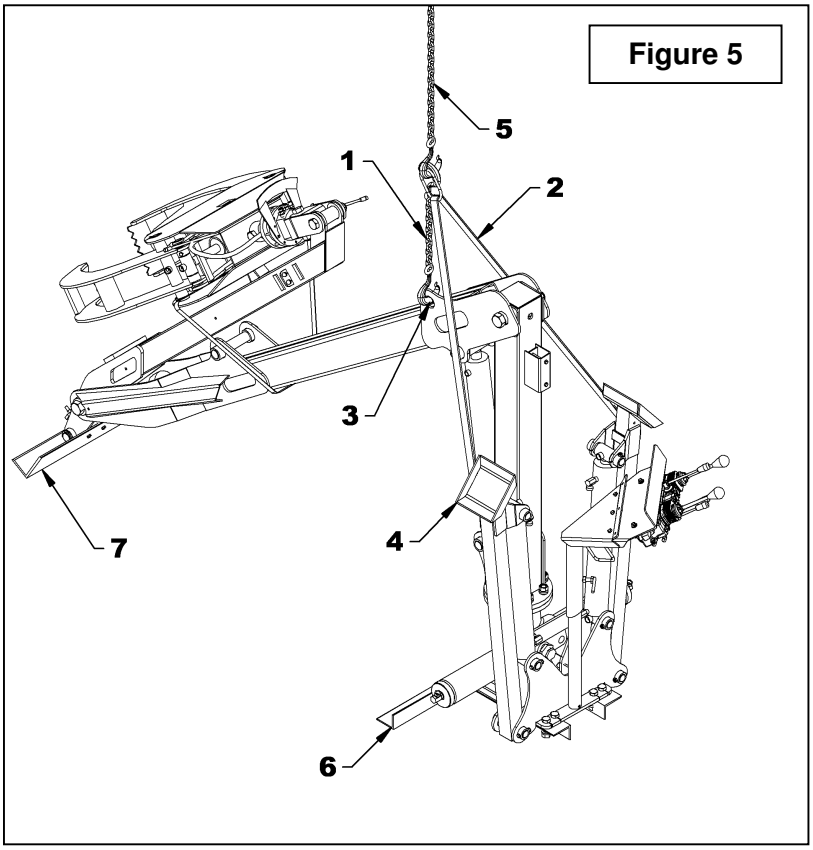

Figure 5
3. **Figure 5:** Attacher les pieds stabilisateurs (item 4) avec une courroie de levage ou une chaîne (item 2).
4. **Figure 5:** Accrocher une chaîne d'environ 18" (item 1) à la plaque de relevage (item 3) et à l'aide d'une chaîne à palan (item 5) soulever lentement la chargeuse par la courroie de levage (item 2) et la chaîne de 18" (item 1) et retirer les supports de transport (items 6-7) en conservant la quincaillerie pour utilisation future.